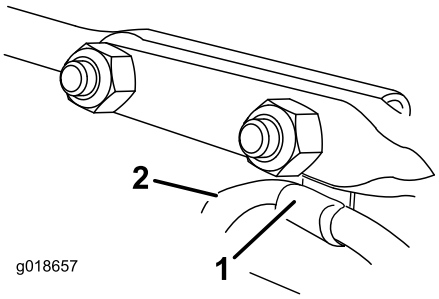

Рисунок 16
6. Установите зажим, который поддерживает тросик дефлектора, под головку переднего каретного болта и закрепите болты контргайками из комплекта крепежных деталей (Рисунок 16).